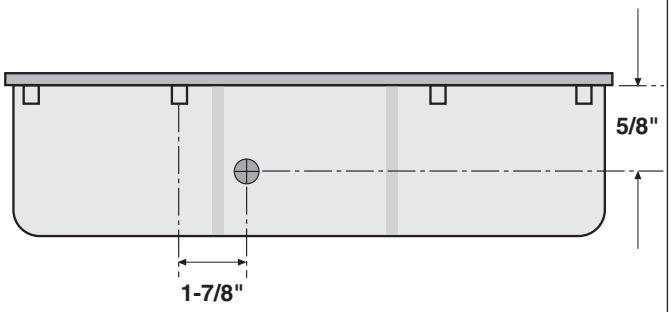

Fig. 2-a - Front of Oil Pan
A. To provide an oil drain for the supercharger, it is necessary to make a hole in the oil pan. Locate and mark the hole per Fig. 2-a. The drain hole must be punched rather than drilled.